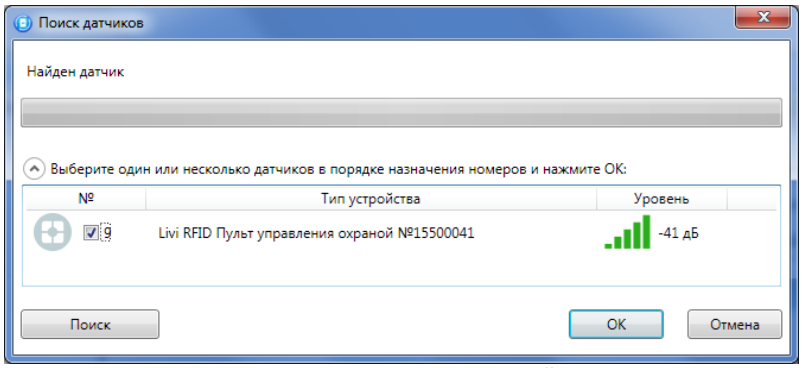

Рисунок 4.39 — Поиск радиоустройства
4. В следующем окне (см. рисунок 4.39) будет отображен список устройств, доступных для связывания в радиусе действия радиоканала. Если подключаемого устройства нет в списке, то его следует повторно перевести в режим связывания (любое устройство серии Livi находится в режиме связывания ровно 60 секунд).